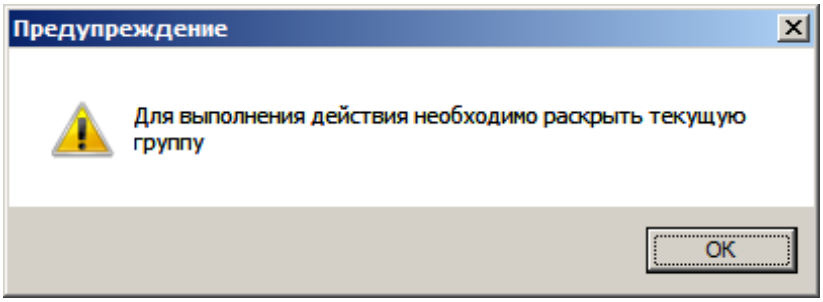

Рис. 1. Предупреждающее сообщение
- Если курсор установлен на скрытой локальной смете, то добавление нового раздела запрещено. Программа выведет на экран предупреждающее сообщение (см. рис. 1).
- Если курсор установлен на скрытом разделе, то добавление нового раздела запрещено. Программа выведет на экран предупреждающее сообщение (см. рис. 1).
- Если курсор установлен на скрытом подразделе, то добавление нового раздела запрещено. Программа выведет на экран предупреждающее сообщение (см. рис. 1).